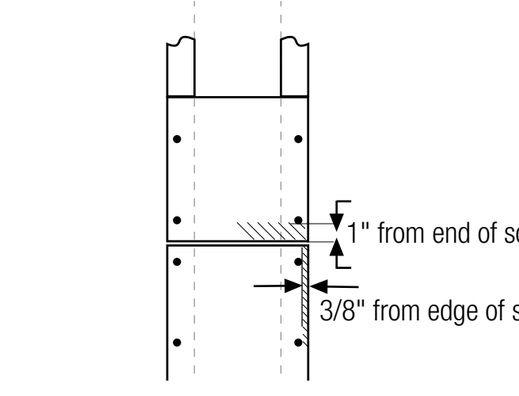

Figure 4
- HardieSoffit® panels may be installed over either steel or wood framing complying with the local building code. See general fastener requirements. Install soffits to nominal 2 x 4 framing members spaced a maximum of 24 inches on center (fig.4),
- Position fasteners 3/8" from panel edges and no closer than 2" away from corners when using soffit greater than 12" wide (fig. 4) and no closer than 1" away from corners when using soffit that is less than or equal to 12" wide (fig. 3).